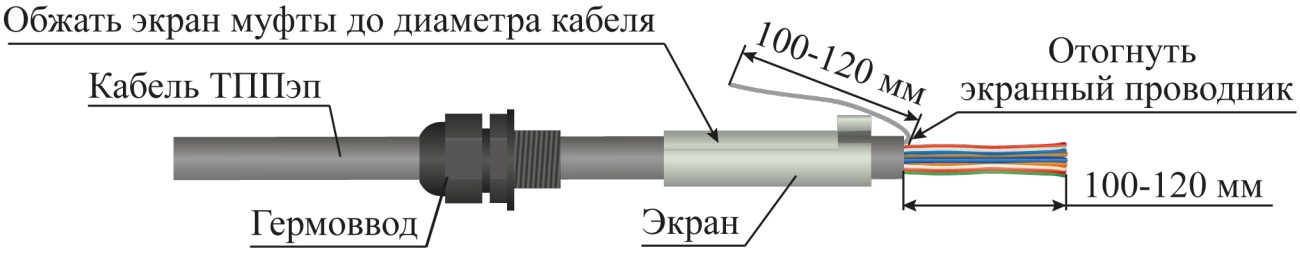

Рисунок 4.20
– надеть на оболочку кабеля ТППэп в следующей последовательности: гермоввод, экран муфты переходной (рисунок 4.20);
– обжать экран муфты переходной до внешнего диаметра кабеля ТППэп с помощью плоскогубцев (рисунок 4.20);
– снять оболочку со свободного конца кабеля ТППэп (с кабеля ТППбэп снять белую и черную оболочки) длиной 100 - 120 мм (рисунок 4.20);
– экранный проводник отвести в сторону (рисунок 4.20);